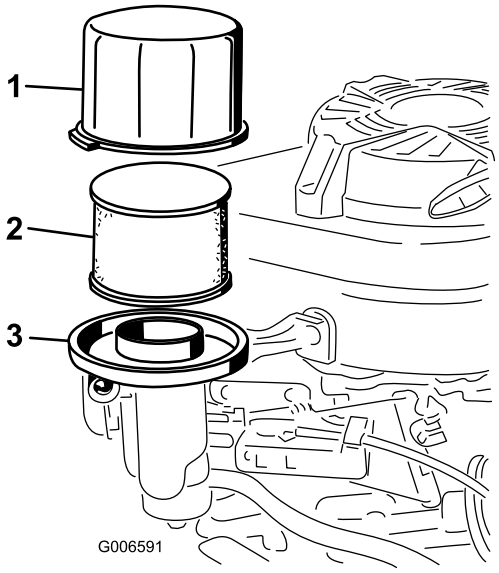

Figura 22
3. Retire la tapa y límpiela a fondo (Figura 22).
4. Retire el prefiltro de gomaespuma y el filtro de papel (Figura 22).
5. Retire el prefiltro de gomaespuma del filtro de papel (Figura 22) y sustituya el filtro de papel si está excesivamente sucio.
6. Vuelque la máquina, con el filtro de aire hacia arriba, para drenar el aceite en el recipiente (Figura 22).